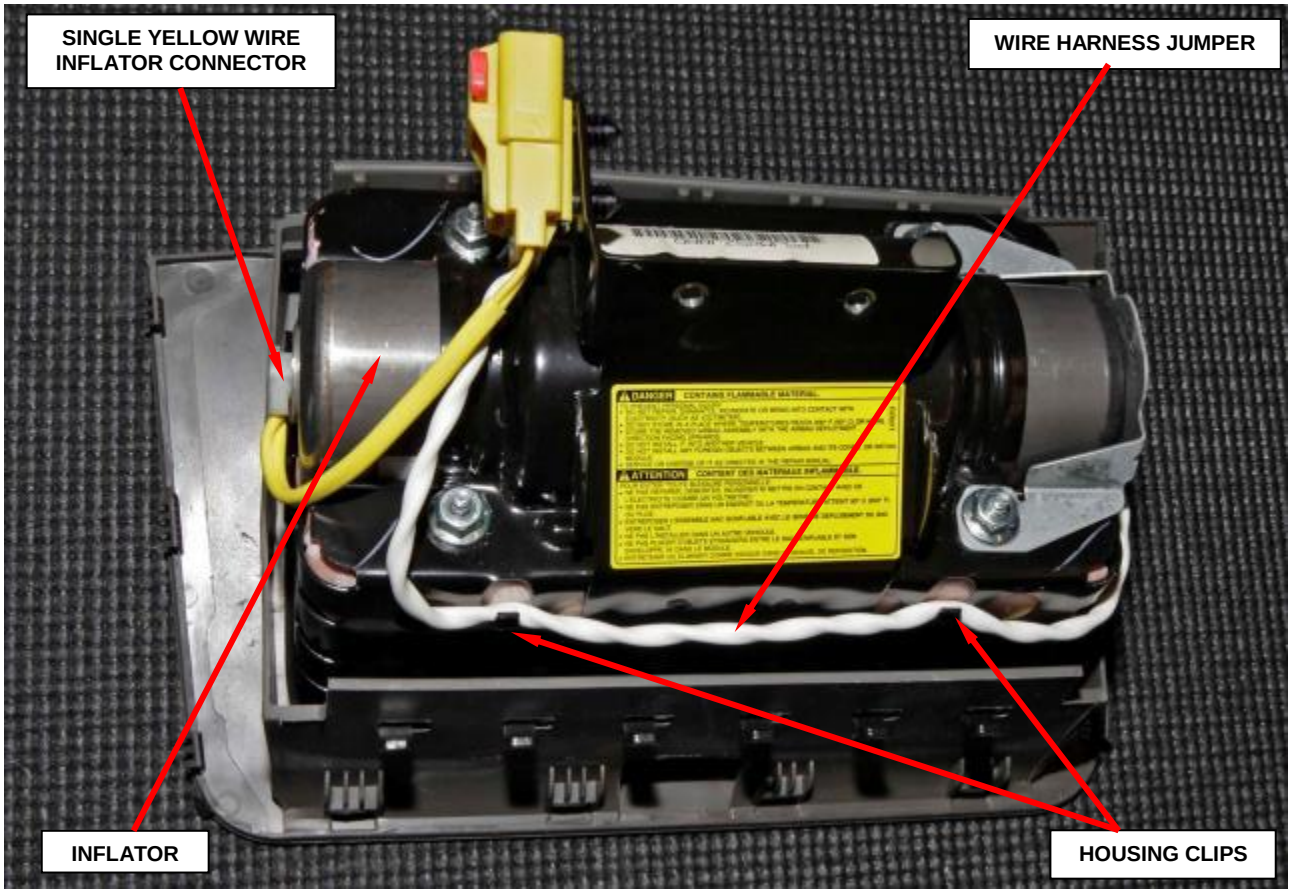

Figure 57 – Passenger Airbag Assembly
b. Disengage the wire harness jumper from the housing clips in two places (Figure 57).
c. Disconnect the single yellow wire inflator connector from the end of the inflator (Figure 57).
k. Connect the single yellow wire inflator connector to the end of the inflator after removing the protective tape from the end of the inflator (Figure 57).
l. Engage the wire jumper to the housing clips in two places (Figure 57).